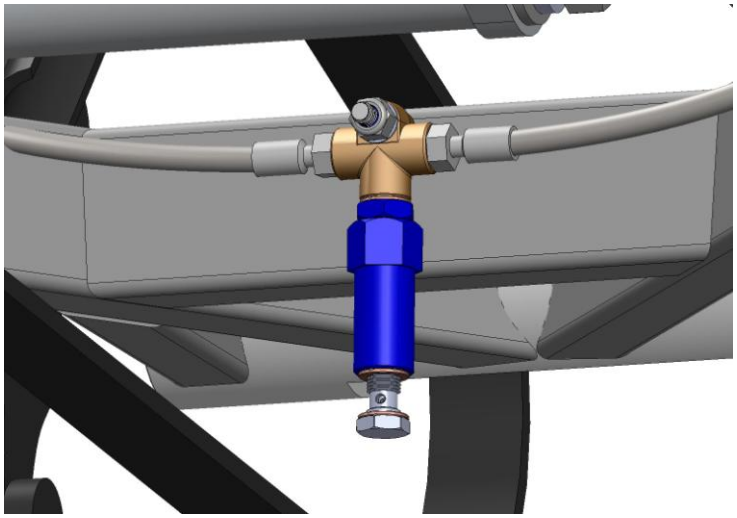

Figure 18
Note: You may have a clearance issue with the Anti-roll bar housing and Factory Harley chassis tab. Trim Tab as necessary. Figure 18
b. Connect OEM brake line from rear master cylinder to Brake Pressure Residual Valve using 10mm single banjo bolt and two crush washers. Torque down to 17 to 19 Foot Pounds. **Figure 18**.